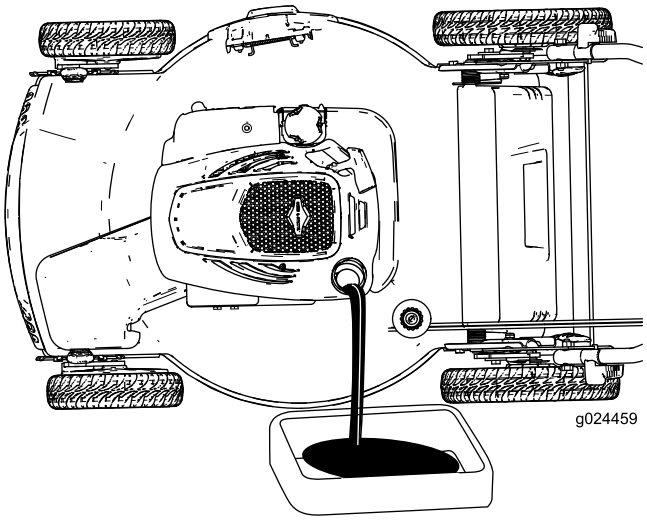
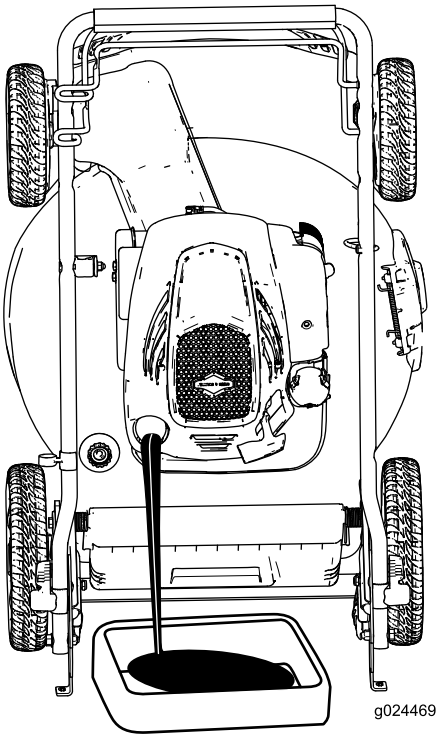

Figur 23
Figur 24
4. Tippa maskinen på sidan med oljestickan nedåt (Figur 23) eller ställ maskinen i lodrätt förvaringsläge (Figur 24; se Ställa maskinen i förvar i lodrätt läge (sida 12)) för att tömma ut den använda oljan genom påfyllningsröret.